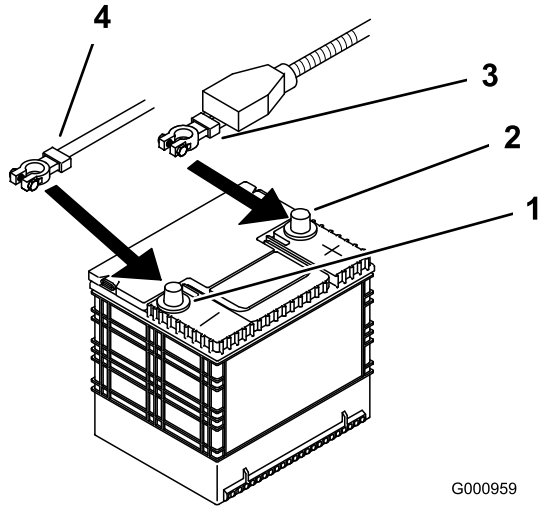

Figuur 48
4. Maak eerst de minkabel los van de minpool (–) van de accu (Figuur 48).
5. Schuif het rode stofkapje voor de accupool van de pluspool (rood) van de accu. Verwijder vervolgens de pluskabel (rood) van de accu (Figuur 48).
4. Bevestig de kabels met 2 bouten (1/4 x 3/4 inch), 2 ringen (1/4 inch) en 2 borgmoeren (1/4 inch) (Figuur 48).